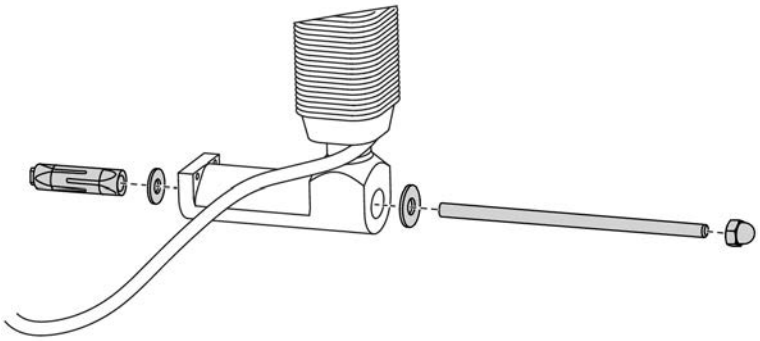

Figure 2-15. Fastening parts
1) Mount the fastening parts on the holder arm according to Figure 2-15 “Fastening parts” on page 30. Fasten the cap nut onto the threaded rod, but do not tighten the expander.